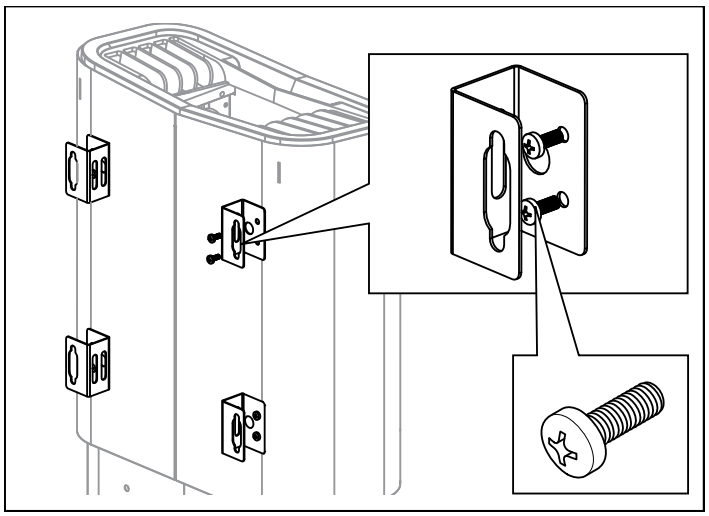

Rysunek 7: mocowanie wsporników do pieca
5. Odkręć pierwsze dwa wkręty z tyłu pieca i wkręć jeden z czterech wsporników na miejsce. Wykonaj tę procedurę tyle razy, aby wszystkie wsporniki zostały zamontowane (patrz rys. 7).